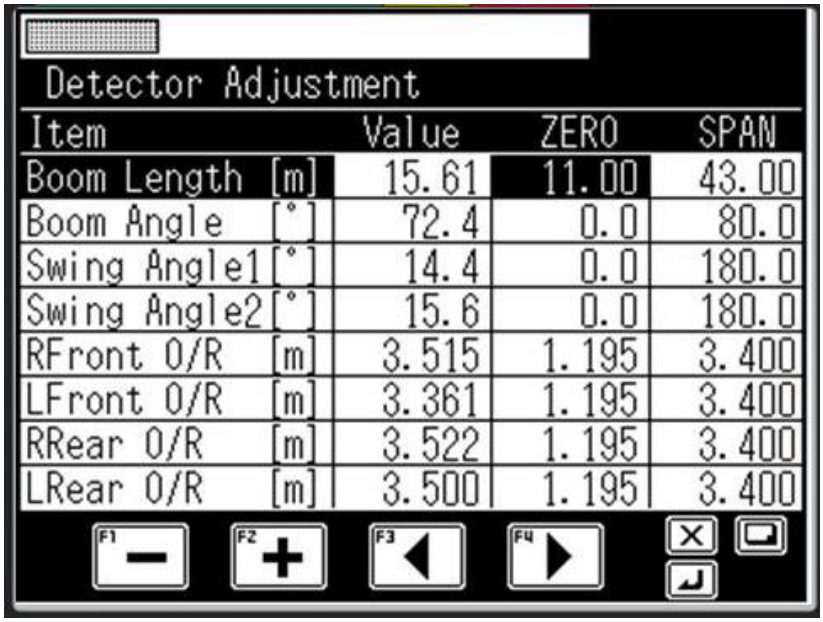

Fig. 2.1.1 Detector adjustment screen
When "Detector Adjustment" is selected in the adjustment main menu, the detector adjustment screen appears on the LCD as shown in Fig. 2.1.1.
- Until "Boom Length" and "Zero adjustment value" become highlighted on the LCD (Fig. 2.1.1), press the <F3> key (backward) or the <F4> key (forward).
- Until "Boom Length" and "Span adjustment value" become highlighted on the LCD (Fig. 2.1.1), press the <F3> key (backward) or the <F4> key (forward).
- Until "Boom Angle" and "Zero adjustment value" become highlighted on the LCD (Fig. 2.1.1), press the <F3> key (backward) or the <F4> key (forward).
- Until "Boom Angle" and "Span adjustment value" become highlighted on the LCD (Fig. 2.1.1), press the <F3> key (backward) or the <F4> key (forward).
- Until "Swing Angle1" and "Zero adjustment value" become highlighted on the LCD (Fig. 2.1.1), press the <F3> key (backward) or the <F4> key (forward).
- Until "Swing Angle2" and "Zero adjustment value" become highlighted on the LCD (Fig. 2.1.1), press the <F3> key (backward) or the <F4> key (forward).
- Until "Swing Angle1" and "Span adjustment value" become highlighted on the LCD (Fig. 2.1.1), press the <F3> key (backward) or the <F4> key (forward).